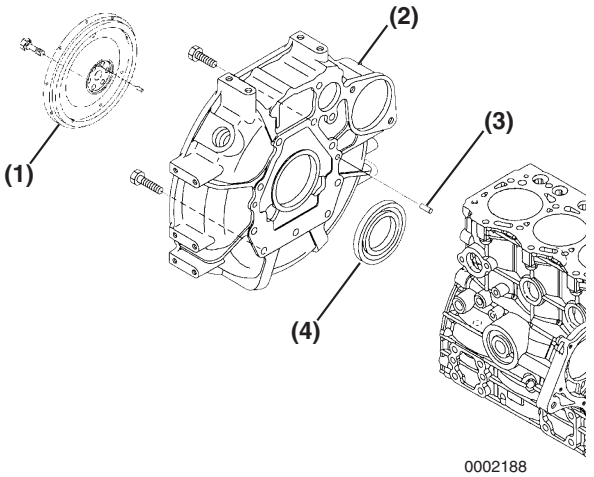

Figure 6-91
7. Apply ThreeBond Liquid Gasket No. 1212, Yanmar Part No. 977770-01212 to the mounting flange of the flywheel housing **(Figure 6-91, (2))**.
8. Align the flywheel housing with the two dowel pins **(Figure 6-91, (3))**.
10. Reinstall the flywheel **(Figure 6-91, (1))** and tighten the bolts to the specified torque. *See Special Torque Chart on page 6-14.*